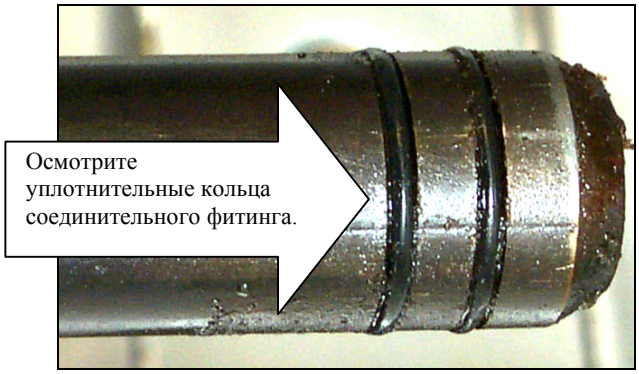

Рис. 2
2. Осмотрите соединительный фитинг фильтровального лотка и убедитесь в том, что оба уплотнительных кольца находятся в хорошем состоянии. (См. рис. 2.)